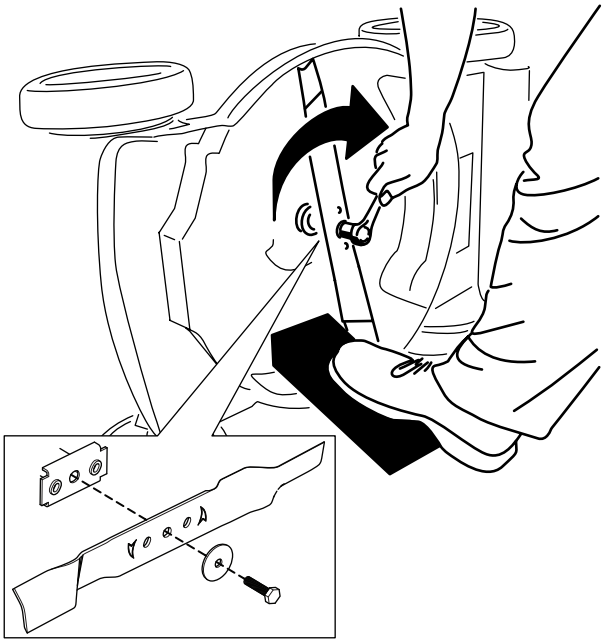

Figur 27
5. Monter den nye kniven og alle monteringsdeler (Figur 27).